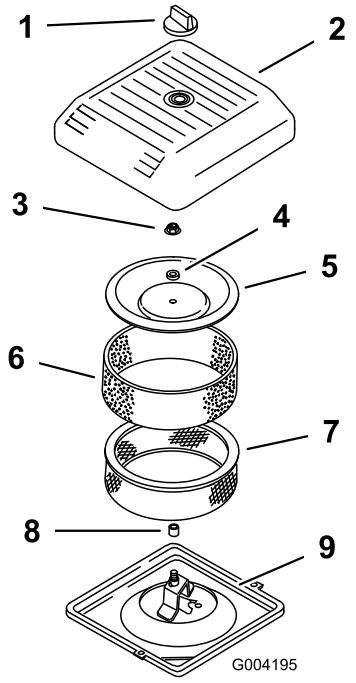

Figur 43
3. Skru løs knotten og ta luftrenserdekselet (Figur 43).
4. Skyv skumforfilteret forsiktig av papirelementet (Figur 43).
5. Skru opp dekselmutterne og fjern dekselet, avstandsstykket og papirelementet (Figur 43).
2. Plassert luftrenseren på luftrenserbasen (Figur 43).
3. Installer dekselet, avstandsstykket og fest det med dekselmutteren (Figur 43). Trekk til mutteren med et moment på 11 Nm.
4. Sett luftrenserdekslet på igjen, og fest med knotten (Figur 43).